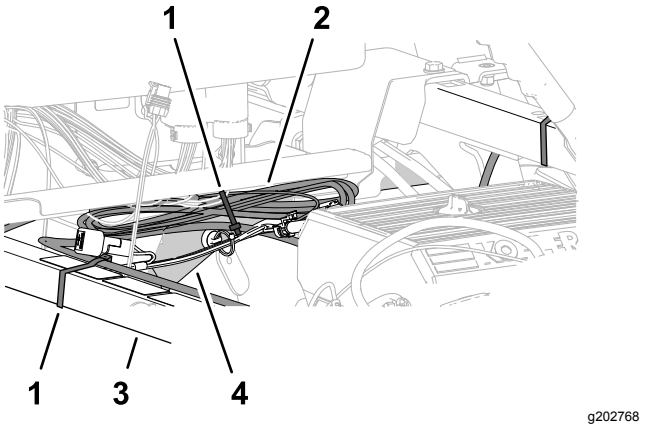

Figur 213
1. Samle den overskytende lengden av dataledningssatsen mot høyre, øvre rammerør (Figur 213).
2. Innrett dataledningssatsen til støtdemperrøret, og fest ledningssatsen til røret med et kabelfeste (Figur 213).
3. Innrett dataledningssatsbunten til det høyre, øvre rammerøret, og fest ledningssatsbunten til rammerøret med et kabelfeste (Figur 213).